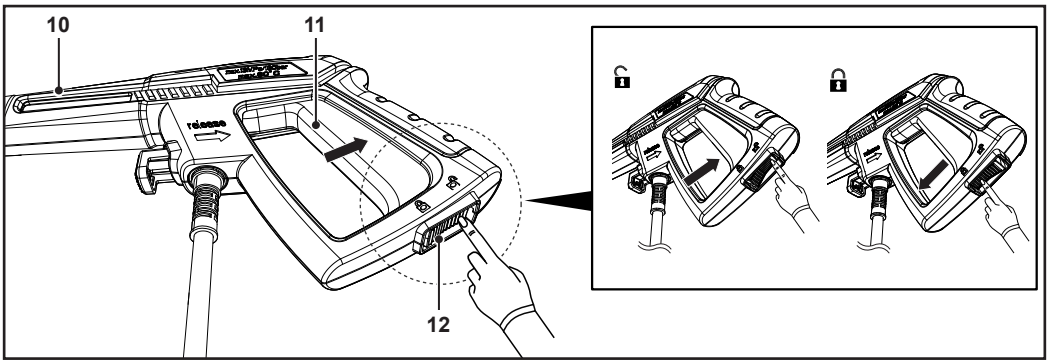

Fig. 8
- Appuyer sur le bouton de verrouillage (12) vers le bas lorsque l'appareil n'est pas utilisé, lorsqu'il est laissé sans surveillance ou pendant l'assemblage d'accessoires supplémentaires.
- Pour déverrouiller la gâchette (11), appuyer sur le bouton de verrouillage (12) vers le haut (Fig. 8).